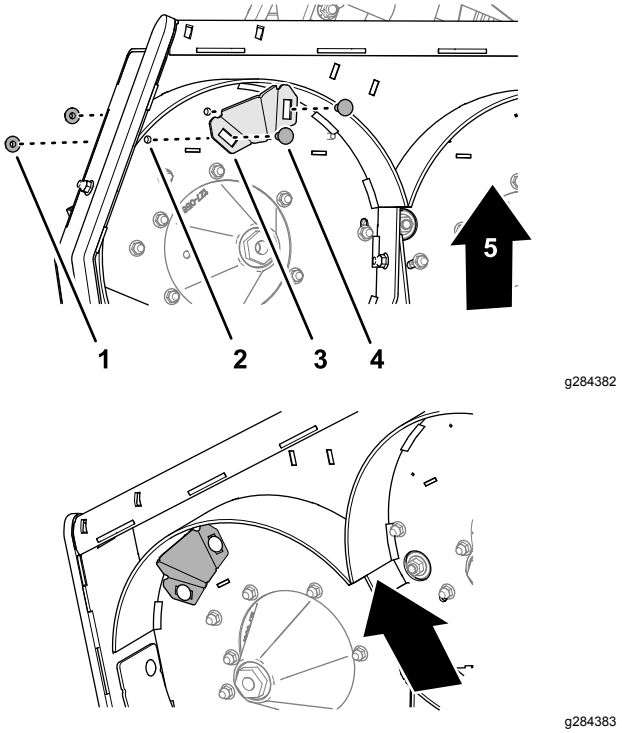

Figure 25
1. At the right side of the mower deck, align the slots in the kicker fitting with the 2 holes 10 mm (3/8 inch) that you drilled into the mower deck (Figure 25).
2. Assemble the kicker fitting to the deck (Figure 25) with 2 carriage bolts (3/8 x 1 inch) and 2 flange locknuts (3/8 inch).